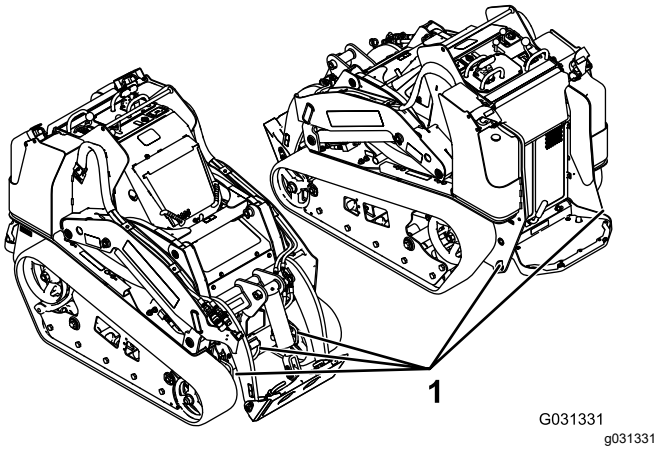

**Figura 29**
8. Utilice los puntos de amarre metálicos de la máquina para sujetar la máquina firmemente al remolque o al camión con correas, cadenas, cables o cuerdas (Figura 29). Consulte la normativa local respecto a los requisitos de amarre.
Puede izar la máquina usando los puntos de amarre/izado; consulte Figura 29.